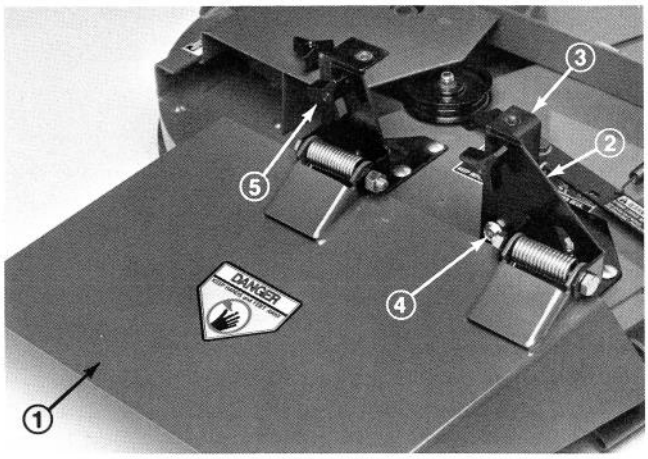

Figure 31
1. Slide slots at bottom of deflector pivot brackets onto shoulder bolt at side of deck brackets (Fig. 31).
2. Secure deflector in place with (2) knobs (Fig. 31).